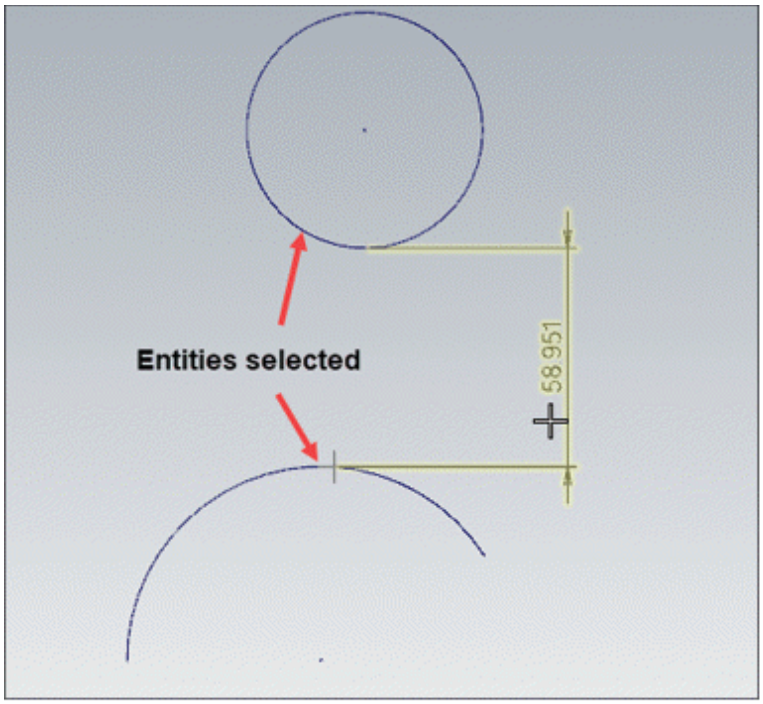

Figure-17. Tangent dimension attached to cursor
- Select desired two entities. The dimension will get attached to cursor; refer to Figure-17.